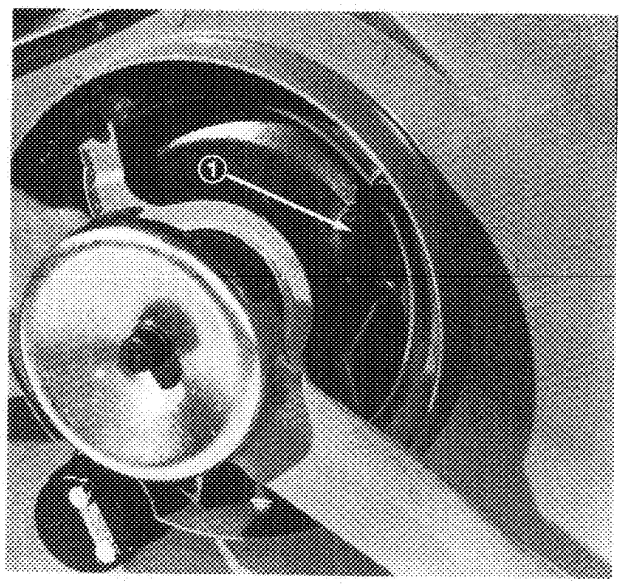

Figure 27
3. Tip mower on its left side, remove drain plug (Fig. 27) from bottom of engine, tip mower down over drain pan and allow oil to drain into pan.